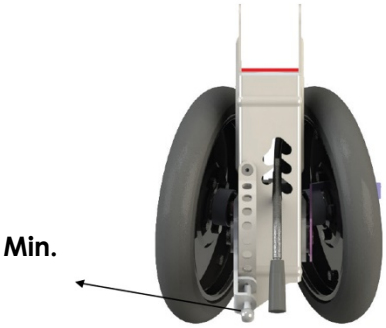

Rysunek 39
- Kiedy koła są ustawione w pozycji pokazanej na rysunku, nagromadzenie gleby na zasianych rzędach jest minimalne. (Rysunek 39)